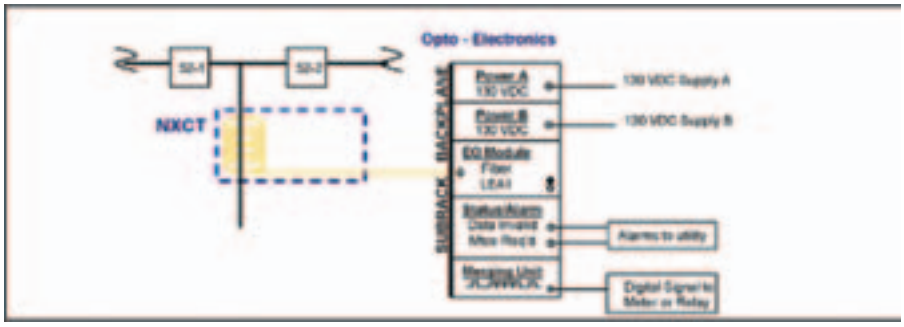

Fig. 1 Optical current sensor with digital output to digital meter or relay.
60044-8. This draft standard specifies the digital signal that will emerge from a "merging unit" (MU), shown in Figure 1. The MU's function is to gather information from up to seven current transducers (3 measuring CTs, 3 protective CTs, and one neutral CT), and up to five voltage transducers (3 measuring/protective VTs, one busbar VT, and one neutral VT) whose signal is either of a digital format or an analog voltage output.